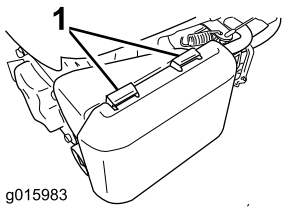

Figur 24
1. Tryk nedad på låsetapperne oven på luftfilterdækslet (Figur 24).